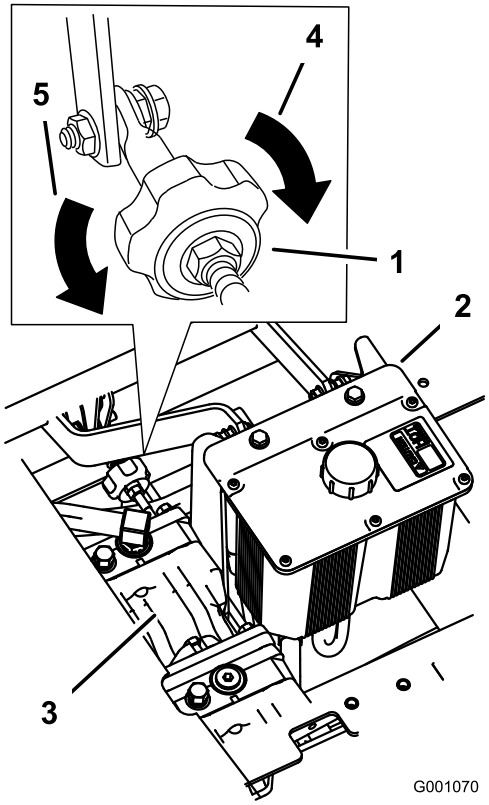

Rysunek 78
2. Wyreguluj długość żerdzi pompowej, obracając pokrętło w odpowiednim kierunku, aż koło będzie nieruchome lub będzie lekko pełzać podczas jazdy do tyłu (Rysunek 78).